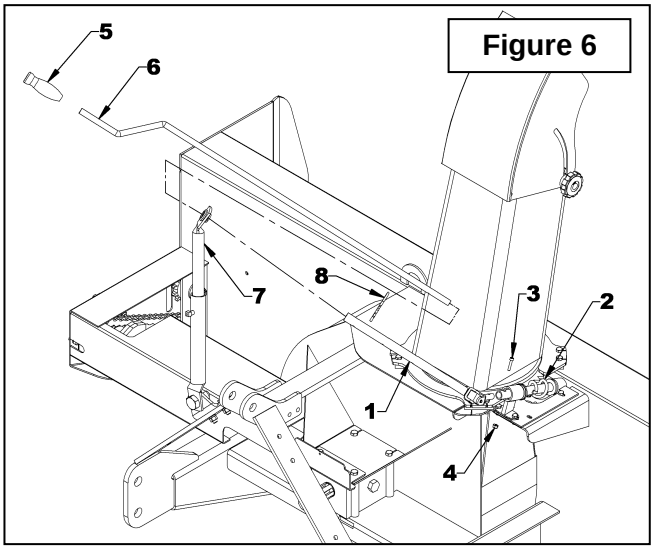

Figure 6
9. **Figure 6**: Installer la poignée de plastique (item 5) sur la manivelle (item 6).
10. **Figure 6:** Insérer le manchon de rotation assemblé (item 1) dans la spirale de rotation assemblée (item 2). Aligner les trous et insérer une vis à six pans creux 10-24NC x 1'' (item 3) en s'assurant que la vis s'enfonce dans la spirale. Fixer avec un écrou à bague de nylon 10-24NC (item 4). Ajuster la hauteur du support de manivelle selon vos besoins et raccourcir si nécessaire
11. **Figure 6:** Insérer la manivelle (item 6) dans le guide et dans le manchon de rotation (item 1). Choisir la longueur désirée, aligner les trous les plus près et fixer avec une goupille en épingle 4mm x 80mm (item 8).
NOTE: Pour assurer le bon fonctionnement de la rotation manuelle, le support de manivelle (**fig.6,** item 7) doit être positionné le plus près possible du point d'attache supérieur tout en s'assurant qu'elle n'entre pas en contact avec le siège de l'opérateur lorsque la souffleuse est relevée au maximum.
NOTE: La figure 6 est une présentation suggérée pour le parcours des boyaux. De cette façon, il y a moins de risque que les boyaux soient coincés dans l'engrenage de la chute. Cependant, d'autres configurations sont aussi possibles. Dans tous les cas, s'assurer qu'il y a assez de boyaux pour que la chute puisse virer à l'extrême droite et gauche sans forcer sur les boyaux.